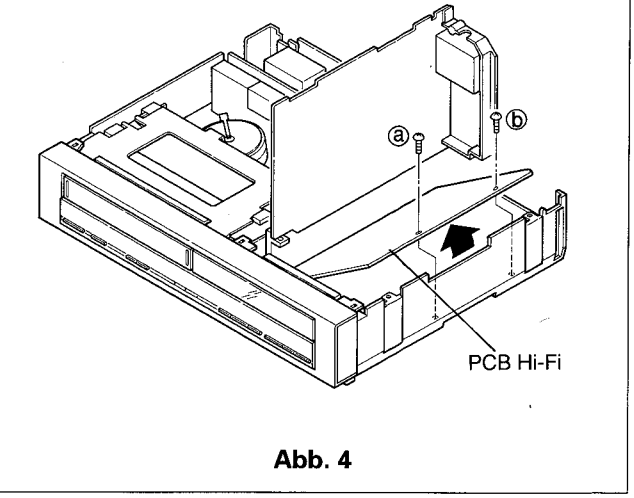

Abb. 4
C. Lösen Sie die zwei Schrauden ⓐ und ⓑ an der PCB HI-FI. Siehe Abb. 4.